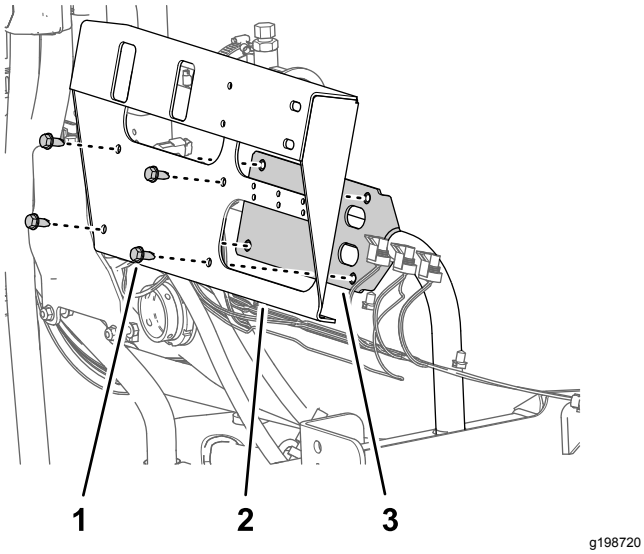

Rysunek 71
3. Odkręć 4 śruby kołnierzowe (5/16 x ¾ cala) mocujące wspornik zaworu sekcji od mocowania zaworu i wyjmij wspornik zaworu z maszyny (Rysunek 71).